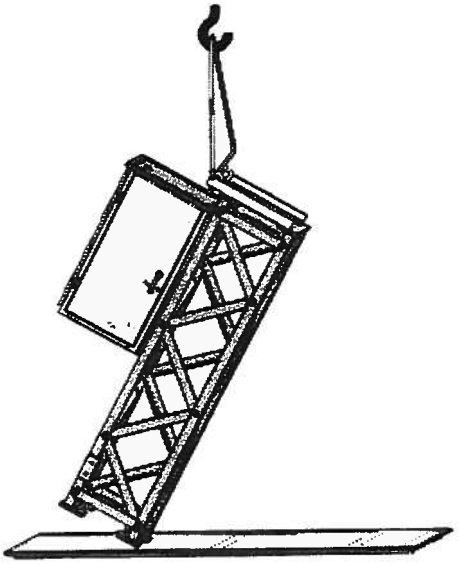

Figura 11 Diagrama esquemático de elevación del mecanismo de operación
3) Levante el mecanismo de operación con una eslinga y una herramienta de elevación (Figura 11);